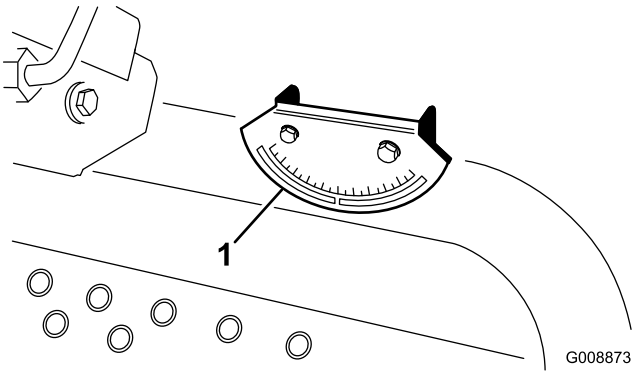

Figur 5
2. Kontroller at maskinen står på en jevn flate ved å plassere en håndholdt hellingsmåler (følger med maskinen) på rammens tverrspor, ved drivstofftanken (Figur 5). Hellingsmåleren bør vise 0 grader når den ses fra førerens posisjon.